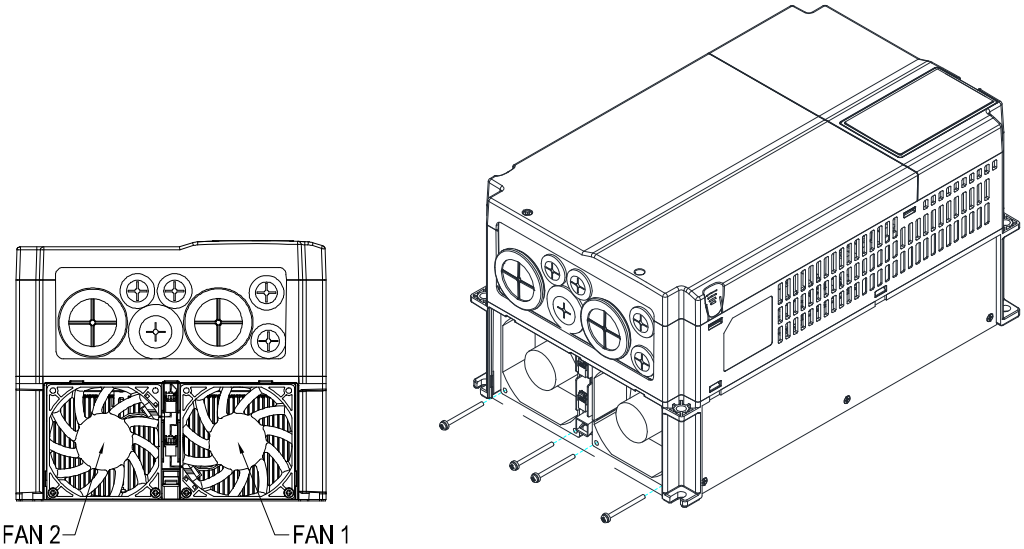

Figure 2
2. (As shown in Figure 2), remove the power connector, loosen the screw and remove the fan kit.